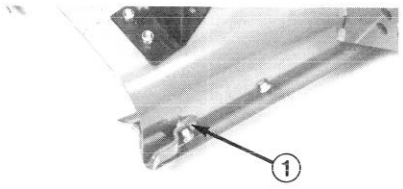

Figure 4
1. Mark and drill a 3/8" dia. hole thru the center of the deflector stop (Fig. 4).